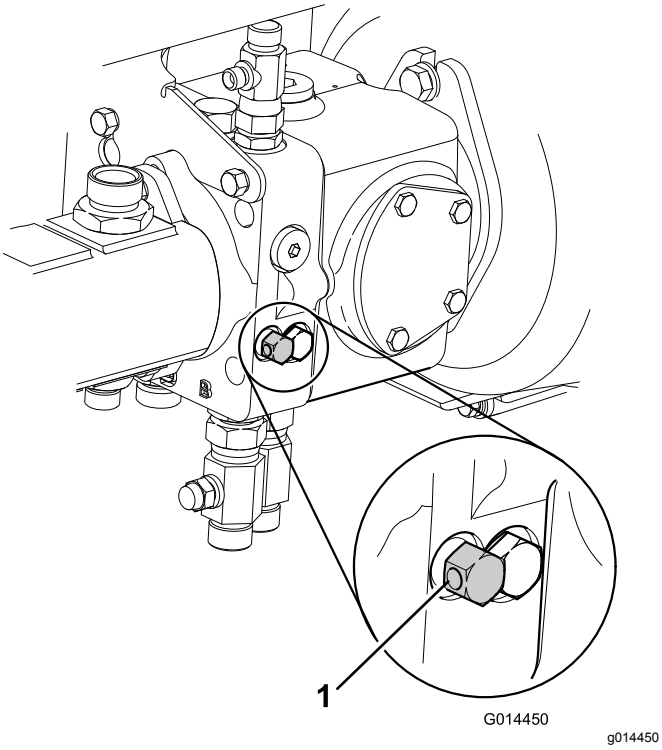

Figuur 46
7. Schakel het hydraulische remsysteem uit door de omloopklep onder de transmissiepomp maximaal 3 slagen linksom te draaien (Figuur 46).